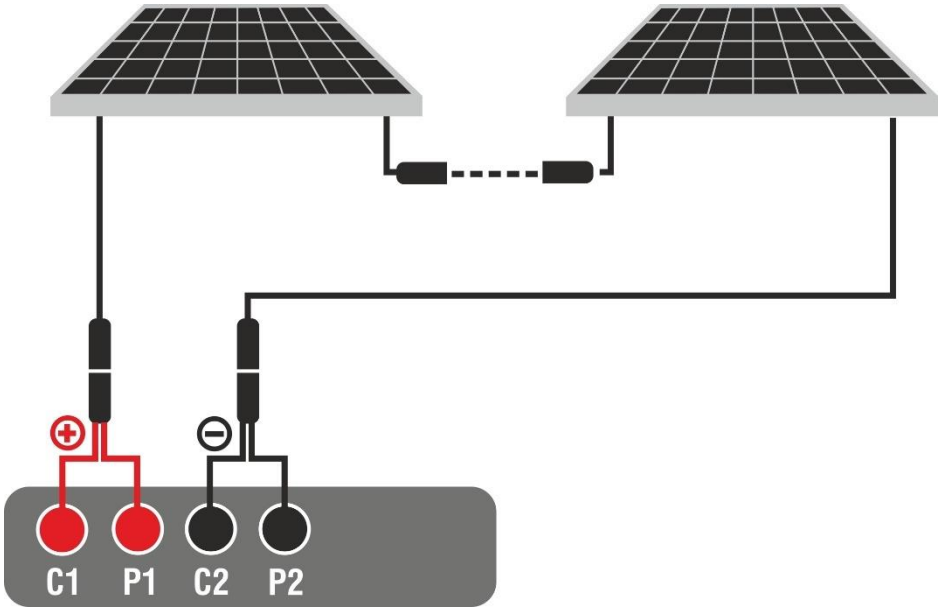

Fig. 34: Ligação de teste I-V sem unidade remota
3. Ligar o instrumento ao módulo/corda em teste, como indicado na Fig. 34. Em particular, ligar o polo negativo que sai do módulo/corda aos terminais **P2, C2** e o polo positivo que sai do módulo/corda aos terminais **P1, C1**